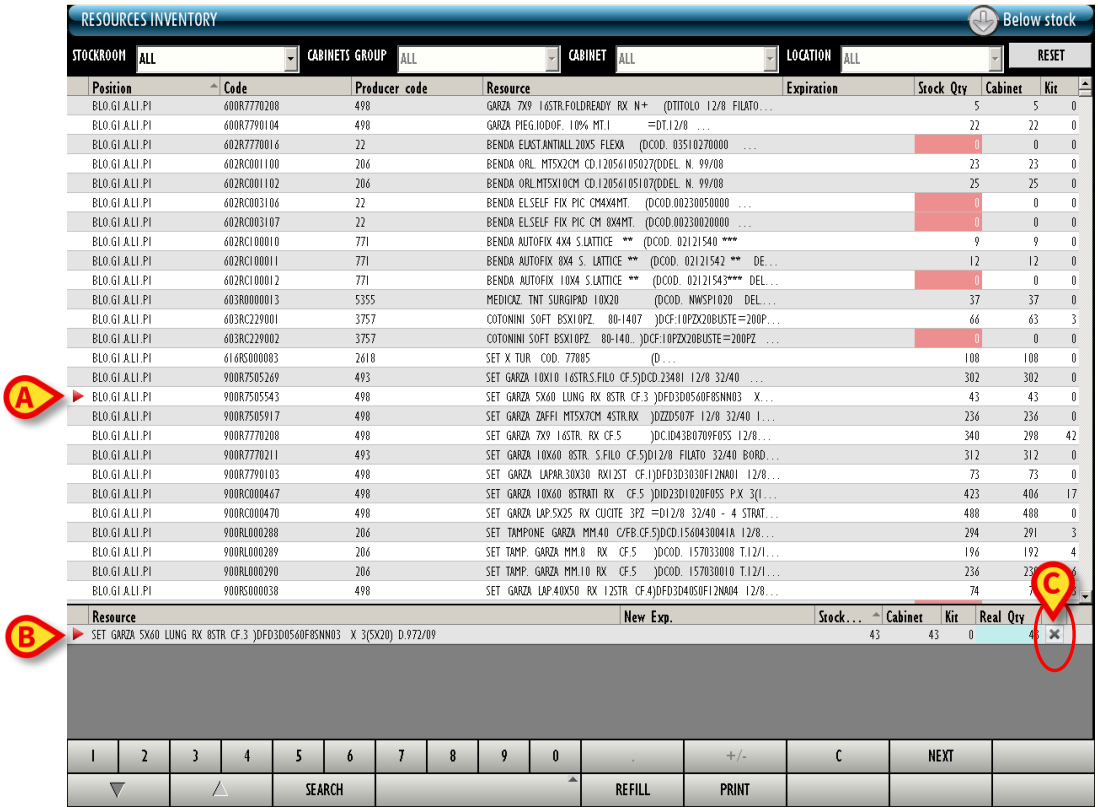

Fig 303
The resource is selected; the icon appears at the beginning of the row (Fig 303 **A**).
In the lower part of the screen the details of the selected resource appear (Fig 303 **B**).
- click the button on the right (Fig 303 **C**).